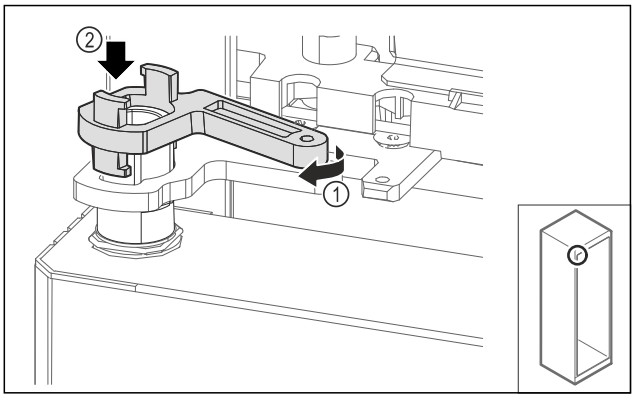

Fig. 62
▶ Rotiți ușor închizătorul de blocare al suportului de lagăr *Fig. 62 (1)* și așezați-l pe manșon *Fig. 62 (2)*.